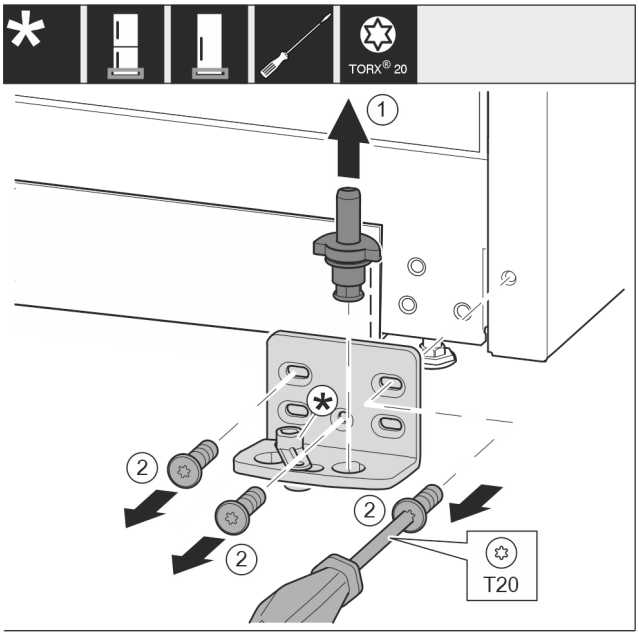

Fig. 12
▶ Опорный палец *Fig. 12 (1)* полностью извлеките движением вверх.
▶ Открутите винты *Fig. 12 (2)* отверткой и снимите опорный кронштейн.